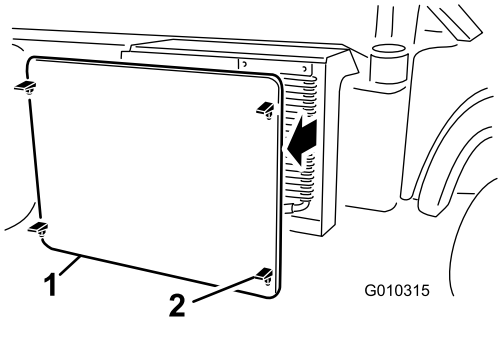

Figuur 59
2. Koppel het radiateurscherm aan de voorzijde van de radiateur los en verwijder het scherm (Figuur 59).